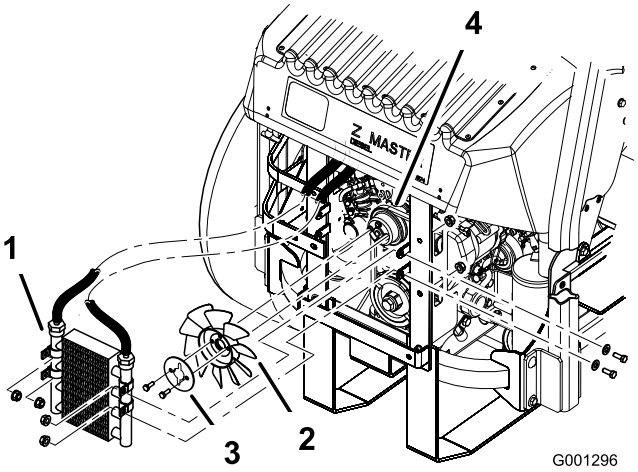

**Figur 64**
5. Fjern de fire bolte, der fastholder oliekøleren, og placer oliekøleren på siden (Figur 64).
6. Fjern de to bolte, der fastholder ventilatoren og ventilatorpladen på maskinen (Figur 64).
10. Monter ventilatoren og ventilatorpladen på maskinen med de to bolte, der tidligere blev afmonteret (Figur 64).
11. Monter oliekøleren med de 4 bolte, som du tidligere afmonterede (Figur 64).